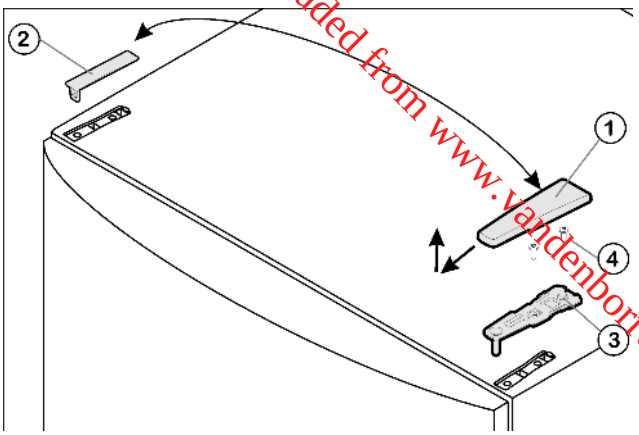

Fig. 4
▶ Enlever le cache *Fig. 4 (1)* vers l'avant et vers le haut.
▶ Retirer le cache *Fig. 4 (2)*.
▶ Dévisser le support d'appui supérieur *Fig. 4 (3)*(2 Torx® 25) *Fig. 4 (4)* et retirer vers le haut.
▶ Placer le support d'appui supérieur *Fig. 4 (3)* sur le nouveau côté charnière de porte.
▶ Visser le support d'appui supérieur à fond (avec **4 Nm**) (2 Torx® 25) *Fig. 4 (4)*. Pointer les trous de vissage ou utiliser une visseuse sans fil.
▶ Faire encliqueter le cache *Fig. 4 (1)* et le cache *Fig. 4 (2)* du côté opposé.